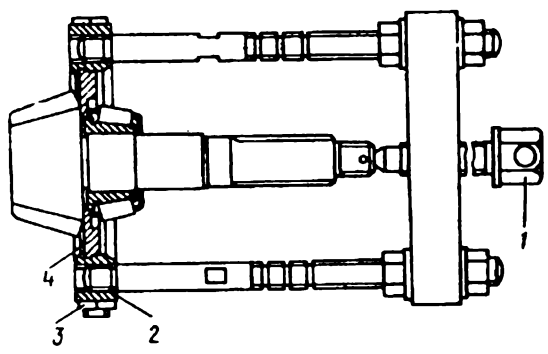

Рис. 123. **Снятие подшипника с ведущей шестерни:**
10. Снимите большой подшипник с ведущей шестерни съемником 7823-6087, используя вкладыши 7823-6708 (рис. 123), клиновидные губки которых в виде двух полуколец входят под затылок шестерни.